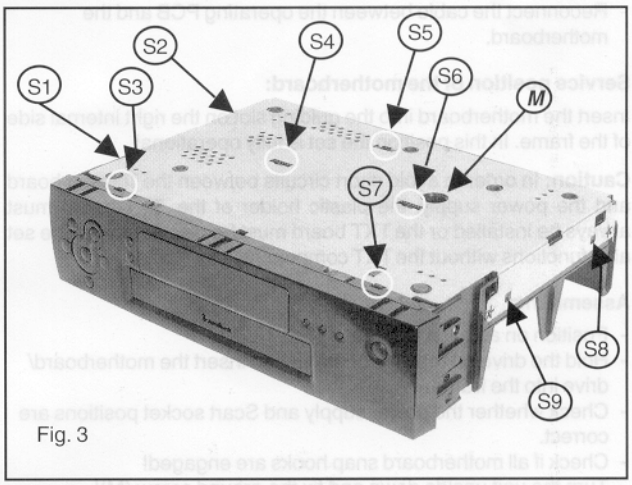
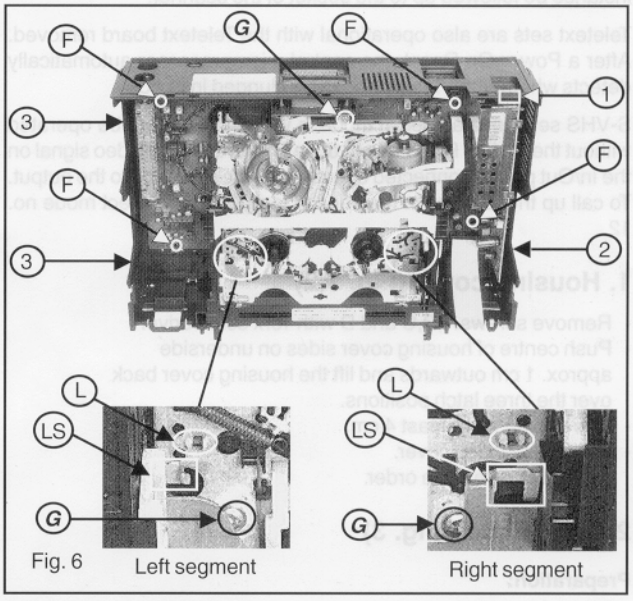

Fig. 3
Fig. 6 Left segment Right segment
2. Base plate (Fig. 3)
- Remove 4 holding screws (F) from the motherboard (Fig. 6).
- Undo the three drive screws (G), (Fig. 6).
- Release the snap hooks of the power supply (1) (Fig. 6) and lift power supply slightly.
- Turn the unit upside down (Fig.3).
- Remove the earthing screw (M), (Fig. 3).
- Release snap hook (2) by pushing the snap hook downwards and lift up the frame.
- Release the snap hooks (3) by pushing the snap hook downwards and lift the frame (Fig. 6).
- Turn the unit upside down and fix the ground screw (M)!
- Fix screws (F), if applicable (Fig. 6).
- Fix the drive screws (G) (Fig.6).
- Undo the three drive screws G (Fig. 6).
- Loosen both snap hooks with pliers (L) and lift up the drive around the snap hooks (Fig. 6).